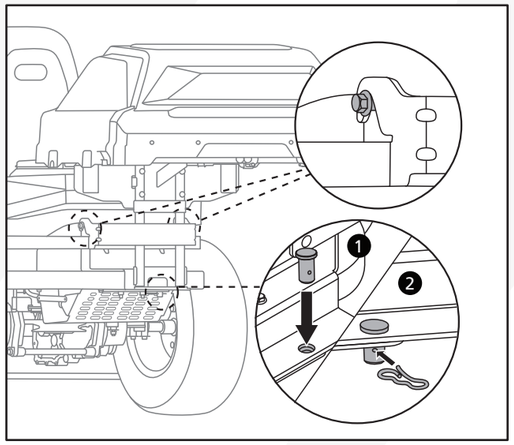

Fig. 8
2.Enganche el soporte superior del recogedor de hierba a los tornillos de enganche situados a la derecha y a la izquierda del soporte inferior del recogedor de hierba. Fije el soporte superior del recogedor de hierba a la placa de enganche con el tornillo y la chaveta (Fig. 8).